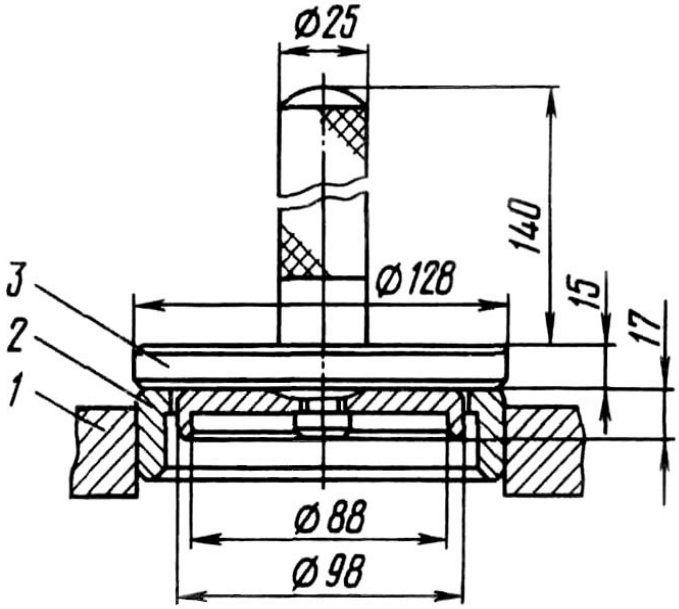

Рис.21. Запрессовка наружного кольца роликового подшипника:
6. Запрессуйте в крышку 4 картера оправкой 3 (рис.21) наружные обоймы 2 роликовых подшипников первичного вала 1 (см. рис.13) и вала 33 привода переднего моста. Наружные обоймы роликовых подшипников первичного и промежуточного валов должны выступать над плоскостью крышки на 6,5 мм, а наружная обойма подшипника вала привода переднего моста должна утопать на 5,6 мм от плоскости крышки до обоймы подшипника.